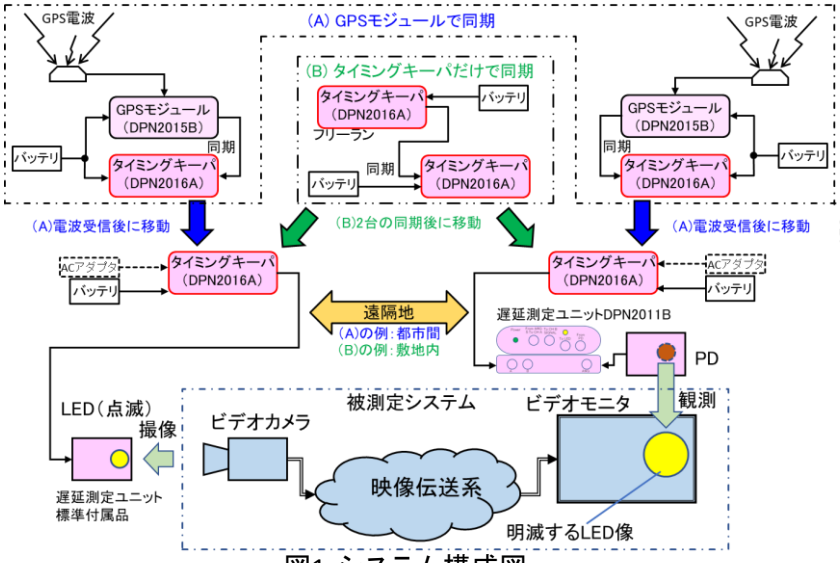

図1. システム構成図
本機DPN2016A（タイミングキーパ）は遅延測定ユニットDPN2011Bの補助機材で、OCXO（恒温槽付水晶発振器）を実装し、長時間にわたり正確なタイミングを維持します。図1のように適用場面は次の2つを想定しています。(A) 遠隔地間の測定においてGPSモジュールDPN2015Bを電波受信状態の良い場所に設置して遅延時間測定場所まで延長ケーブルで延伸できない場合に本機を使用します。GPSで生成したタイミングをバッテリーバックアップした本機で保持しつつ移動し、遅延測定に利用します。(B) 測定場所が敷地内などの遠隔地で、GPSを用いず同期をとる場合に使用します。本機2台を使用し、1台目が生成するタイミングを2台目に同期させ、正確なタイミングを保持しつつそれぞれを測定場所に移動し、遅延時間測定に用います。本機のタイミング出力レベルは遅延測定ユニットと同一であり、ビデオカメラ側のLED点滅およびビデオモニタ側の遅延測定ユニットの測定トリガの両方に使用できます。LED点滅周期は1秒、5秒、10秒、20秒であり、被測定システムの遅延は概ね9秒未満が対象です（ソフトウエアAccuLatencyII 使用時）。なお、ソフトウエアの繰り返し設定(Repetition)は動作に反映されません。